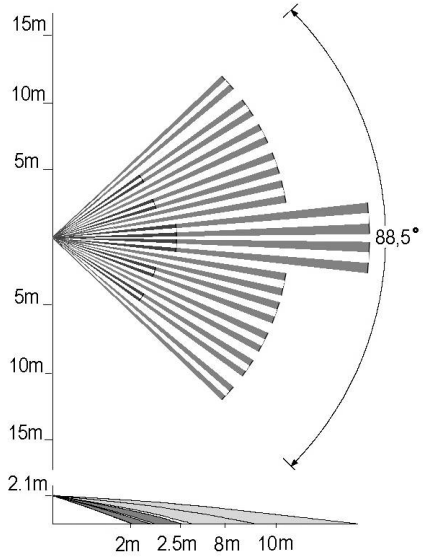

Рис.3 Диаграмма зоны обнаружения при установке извещателя на высоту 2,1 м и наклоне основания извещателя вниз (в вертикальной плоскости) на угол 12°
- Широкоугольная линза, позволяет создать зону обнаружения максимальной площади (см. рис.3).